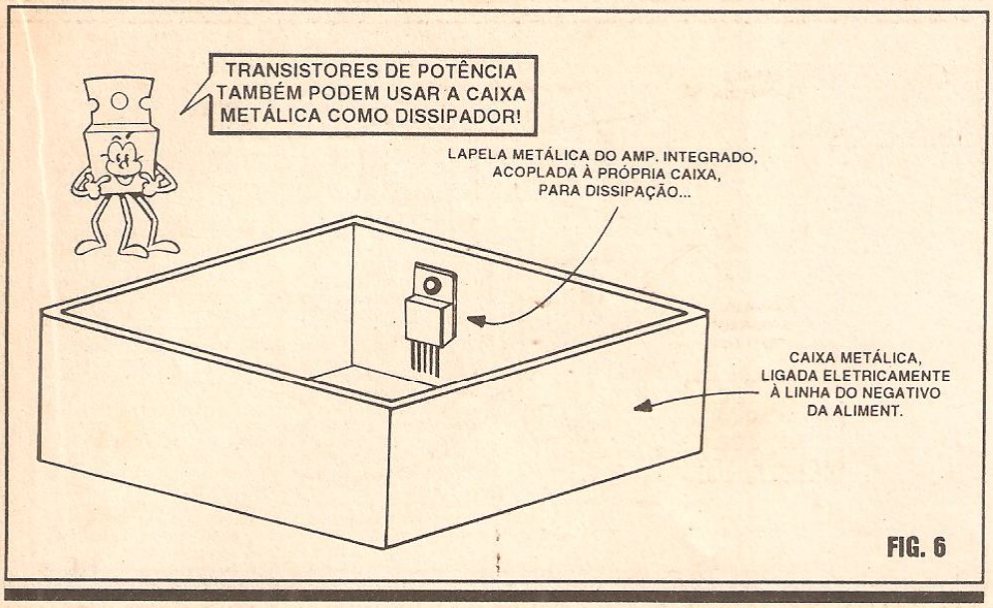

FIG. 6
- **FIG. 6** - USANDO A CAIXA DO CIRCUITO NA FUNÇÃO DE DISSIPAÇÃO - É bastante conveniente (para boa blindagem contra a captação de campos eletro-magnéticos interferentes...) encapsular-se circuitos de áudio em **containers** metálicos (existem muitas boas caixas metálicas padronizadas à venda nos varejos de Eletrônica, que podem "quebrar grandes galhos" no acabamento e abrigo de circuitos do gênero...). Para que o "escudo" contra zumbidos seja realmente efetivo, a caixa metálica **deve** estar eletricamente ligada ao **negativo** da alimentação... Dessa forma, **nada impede** (muito pelo contrário...) que a "lapela" metálica do Integrado de Potência para Amplificação seja firmemente acoplada (pelo lado de dentro...) à própria estrutura do **container**! A grande área metálica da caixa servirá perfeitamente, em **muitos** casos concretos, para a conveniente dissipação do calor naturalmente gerado no dito Integrado! Temos, assim, BLINDAGEM e DISSIPAÇÃO, ambas promovidas pela própria caixa, que "mata três coelhos com uma só paulada" (uma vez que serve também -
Nos circuitos de áudio, notadamente nos estágios de Entrada e Controle, onde sinais de muito baixo nível e impedância média ou alta são manipulados, as interligações devem ser feitas com tais cabos, de modo que os sinais, propriamente, ''passem'' pelos condutores centrais isolados, enquanto que a ''malha'' metálica deve ser ''aterrada'' (formalmente, ligada ao **negativo** geral da alimentação, e às vezes até à própria caixa do equipamento, conforme sugerimos na fig. 6...).